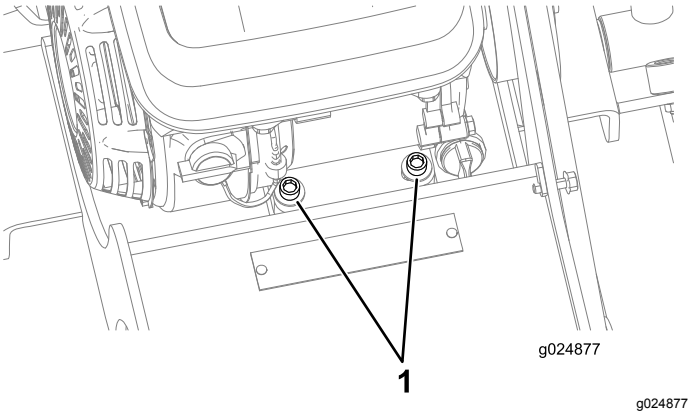

**Figure 27**
2. Loosen the 2 hex-socket bolts (5/16-24 x 1.75 inches) that secure the front of the engine (Figure 27).
7. Tighten the 2 hex-socket bolts (5/16-24 x 1-3/4 inches) that secure the front of the engine to 12.5 to 16.4 N·m (9.2 to 12.1 ft-lb) as shown in Figure 27.